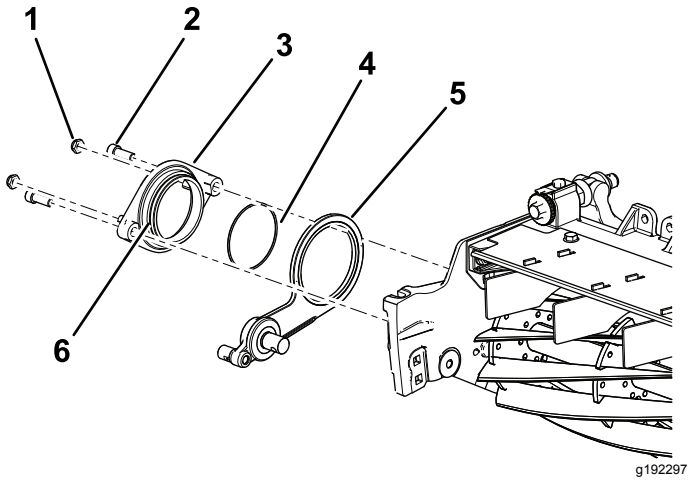

Rysunek 9
3. Nałóż środek przeciwko przywieraniu na zewnętrzną średnicę zespołu piasty osi obrotu (Rysunek 9).
4. Używając 2 śrub z gniazdem sześciokątnym (⅜ x ¾ cala), zamocuj piastę osi obrotu do wirnika, mocując ją na zespole jałowym (Rysunek 9).
5. Luźno nakręć 2 nakrętki zabezpieczające na piastę osi obrotu (Rysunek 9).